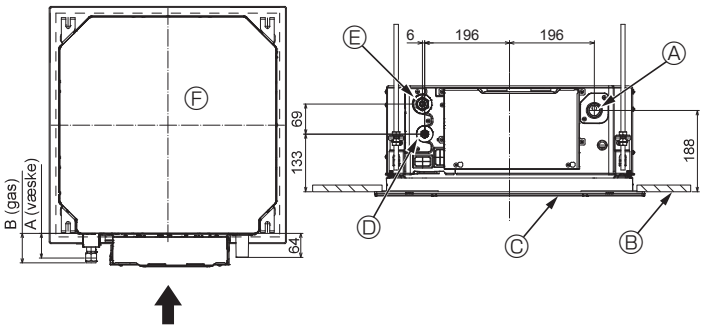

Fig. 5-7
5.4. Kølemiddelrør- og drænrørplaceringer (Fig. 5-7)